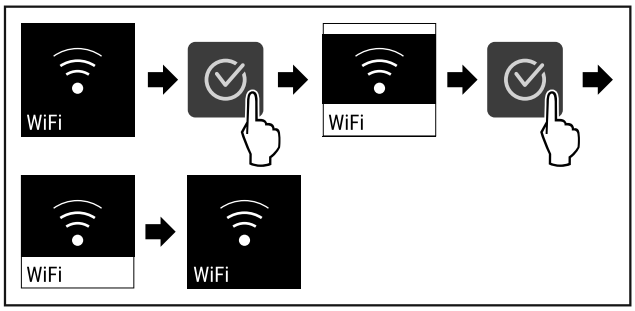

Fig. 87
▶ Suivre les étapes (voir Fig. 87) .